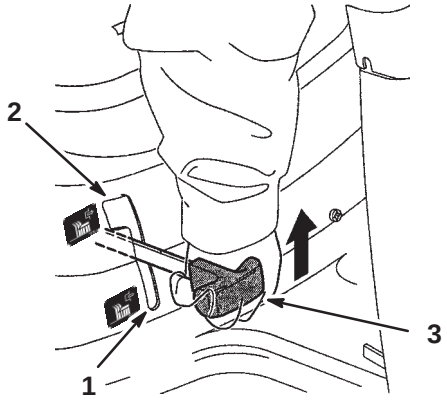

Figure 4
2. Lentement, placez la commande de lame (PdF) en position Embrayée (Fig. 4).
2. Mettez la commande des lames (PdF) en position Débrayée (Fig. 4).